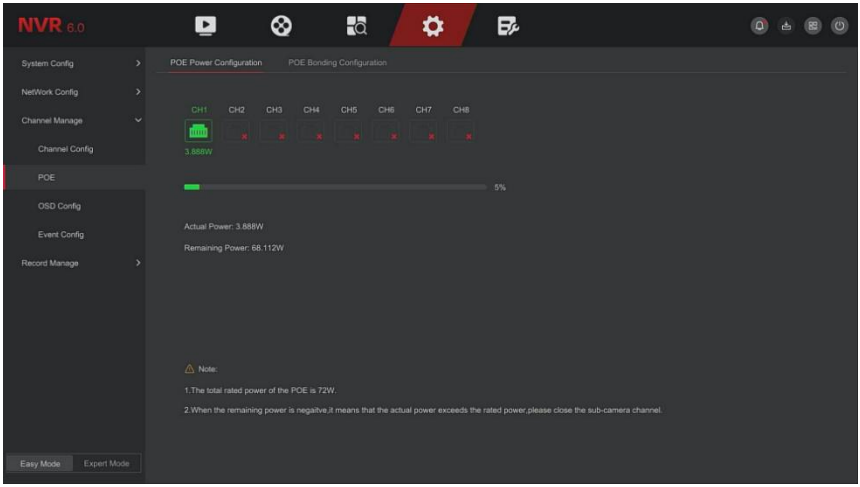

Figure 5-34
Step 1: In the main menu, click "Config → Easy Mode→ Channel Manage → POE" to enter PoE Power Configuration interface, as shown in Figure 5-34 below.